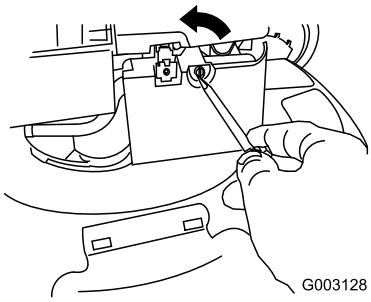

Figur 33
2. Bruk en skrutrekker til å åpne luftfilterdekselet (Figur 33).